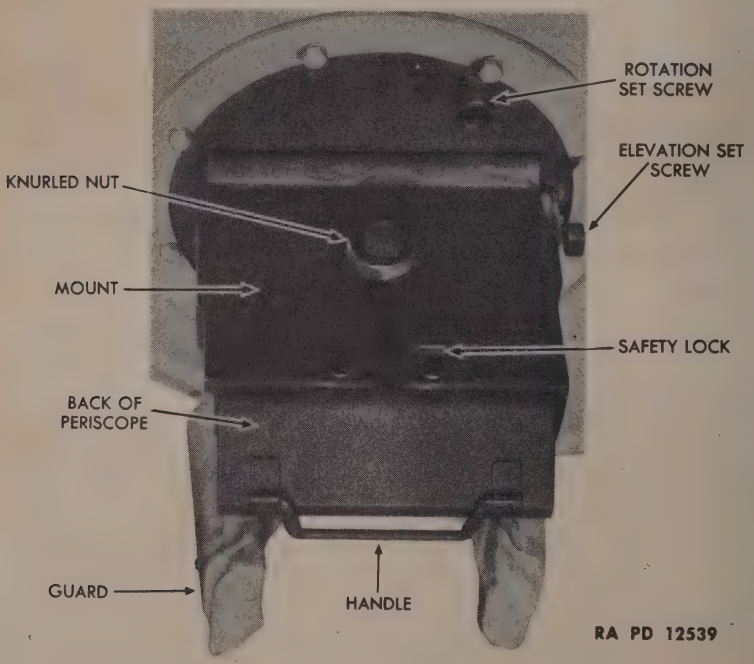

Figure 34—M5 Periscope Used in Medium Tank M4 and M4A1
20. USE OF PERISCOPES AND TELESCOPIC SIGHT (figs. 34 and 35).
a. An indirect vision device called a periscope is provided for each crew member at his station (fig. 34). The mounting for each periscope,